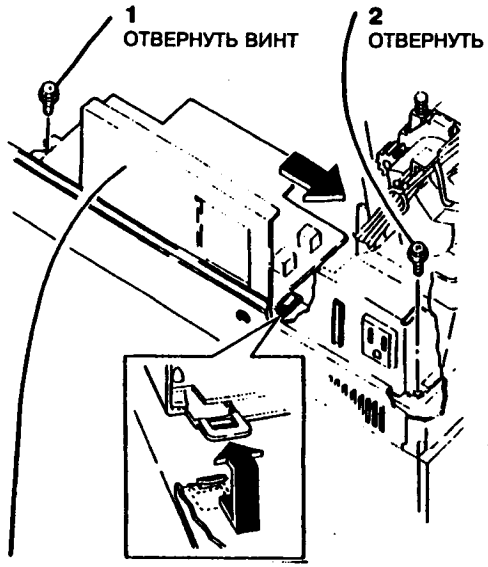

Рис.3 Снятие PWB управления переменного тока
6. Снять PWB управления переменного тока (рис.3).